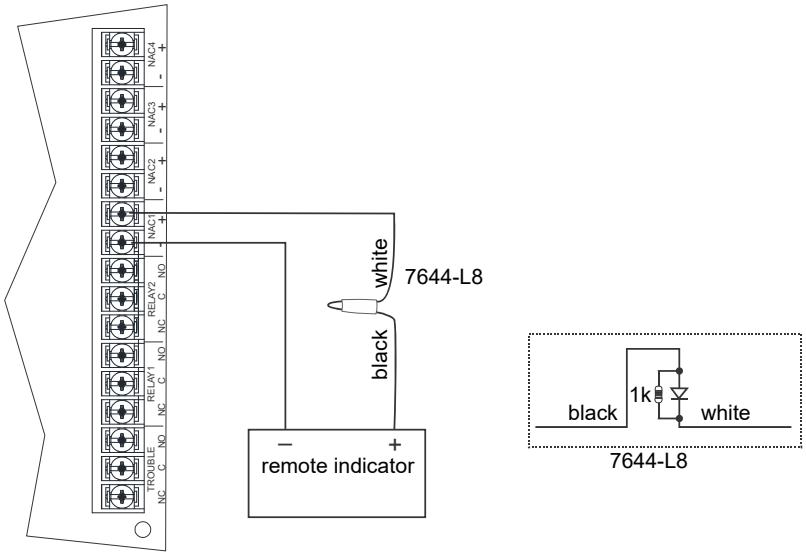

Figure 4.44 Polarity Reversal Connection Using the 7644-L8
1. Wire the 7644-L8 to the control panel as shown in Figure 4.44. Do not install an EOL resistor on the terminals of the NAC circuit used.